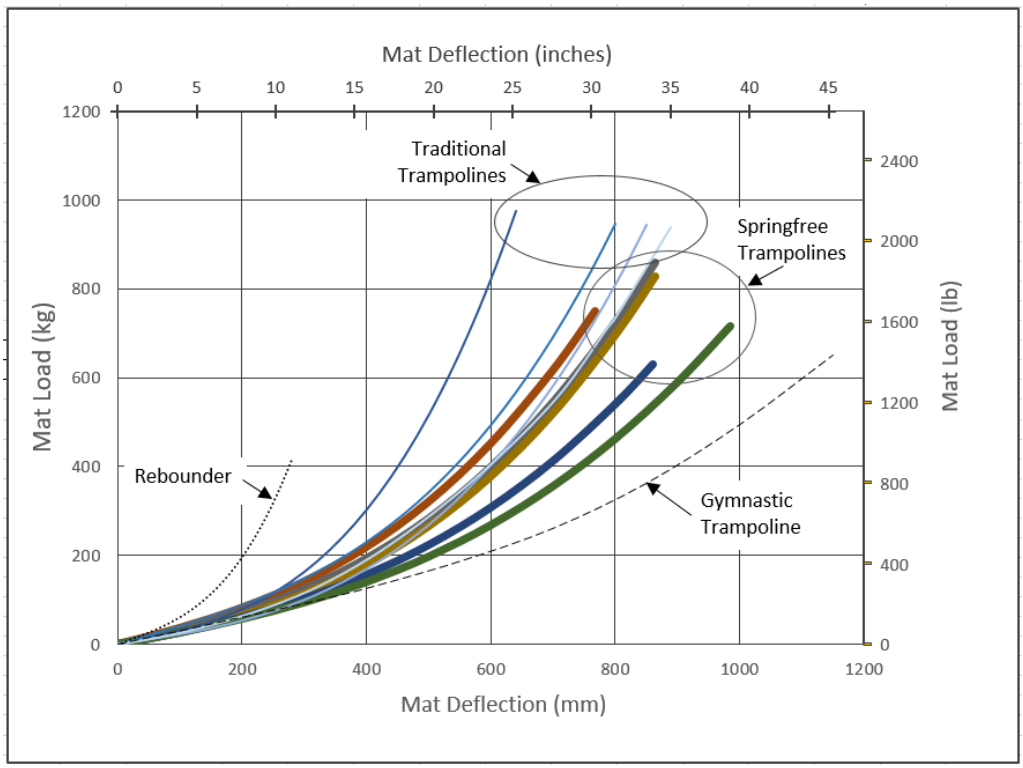

Figure 23: Force deflection curves for some of the Springfree trampoline models
- Typical results are shown in Figure 23.
Figure 27 and 28 show the procedures used to measure this mat-centre, static load capability, and to form the force-deflection curves in Figure 23.